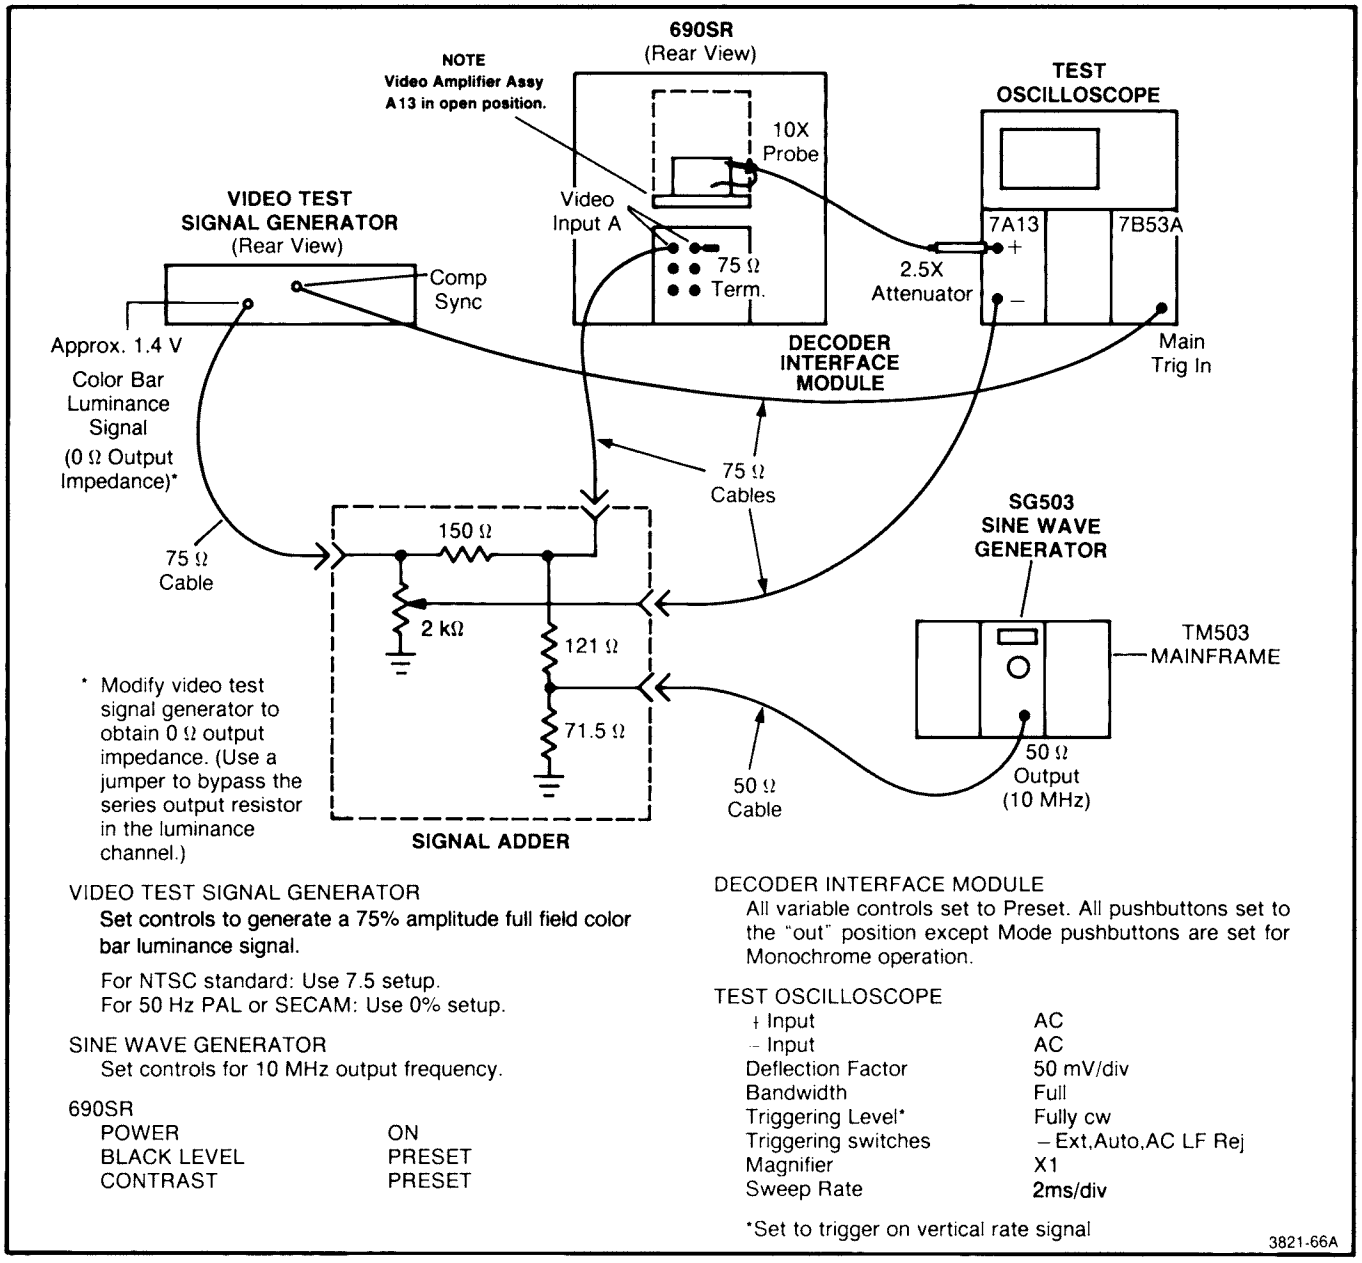

Fig. 6-22. Equipment setup conditions for checking differential gain.
a. Use the same equipment set-up conditions and control settings as shown in Fig. 6-22. Connect the test oscilloscope 10X probe to TP337 on the CRT Socket board, A12. Connect the probe ground lead to TP425 on A12. Use a probe with a short ground lead.